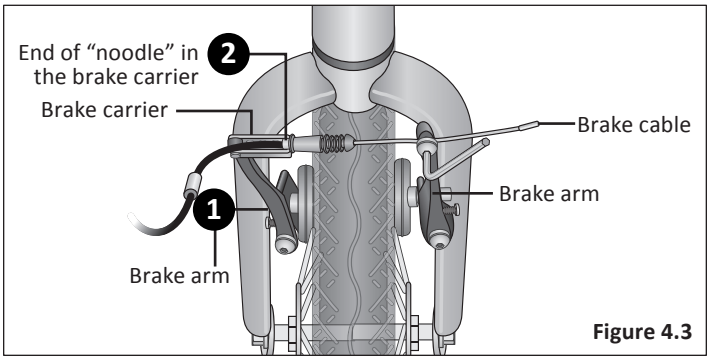

Figure 4.3
1. Squeeze the two brake arms together until the brake pads touch the wheel rim. **Figure 4.3**